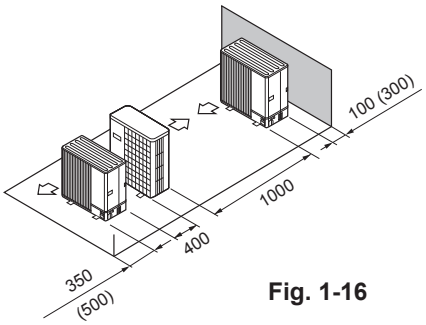

Fig. 1-16
⑤ Single parallel unit arrangement (Fig. 1-16)